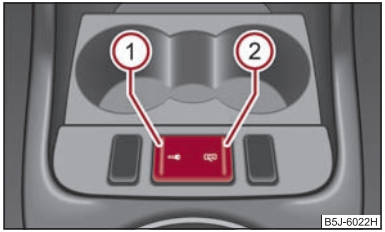

Fig. 26 Button for the central locking system
– Press button (1) ⇒ fig. 26. The symbol 🔒 in the button comes on.
– Press button (2) ⇒ fig. 26. The symbol 🔒 goes out in the button.